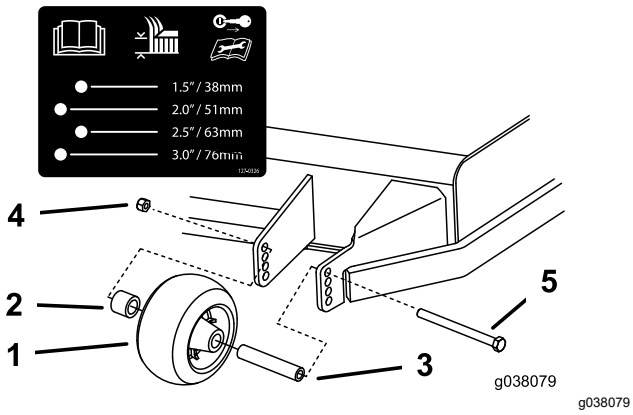

Bild 32
3. Stellen Sie die Antiskalpierrollen ein, wie in Bild 32 abgebildet.